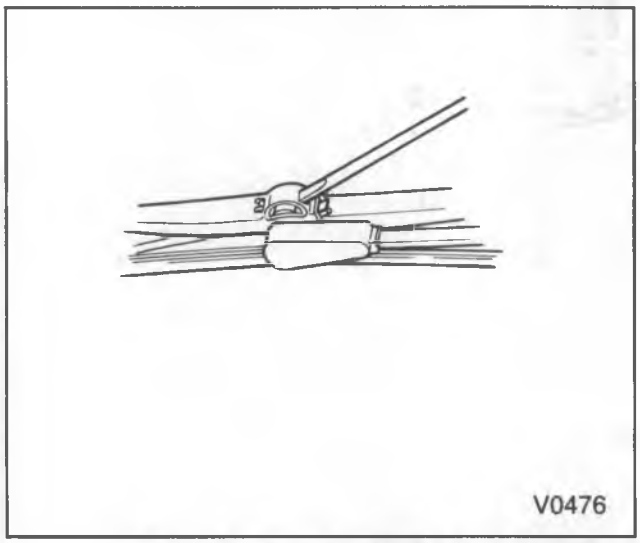

Figure 3—Wiper Blade Removal
Remove or Disconnect (Figure 3)
- Use a narrow bladed screwdriver to release the retainer spring in the blade assembly. See Figure 3.